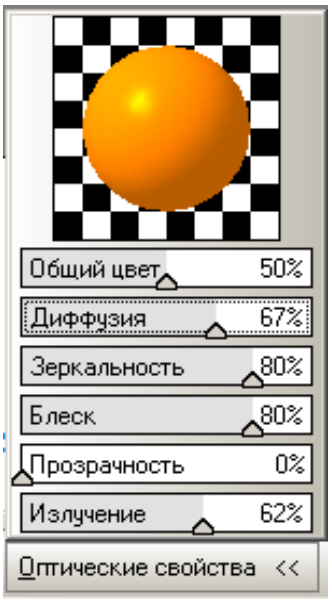

Рис. 10.15.
2.9.4. Изучите возможности управления оптическими свойствами детали: **Общий цвет**, **Диффузия** и т.д. (рис. 10.15). В верхней части находится окно образца, на котором отображаются изменения свойств детали.